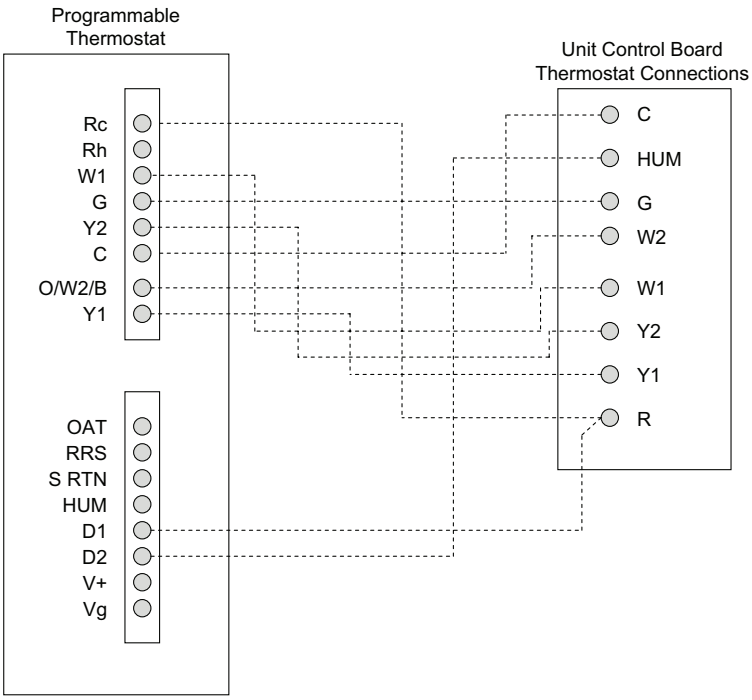

**Fig. 37 — Typical 48FE**08-12 Unit with Humidi-MiZer Adaptive Dehumidification System and Edge® Pro Thermidistat Device**
3. The Thermidistat has dry contacts at terminals D1 and D2 for dehumidification operation (see Fig. 37). Connect D1 to the R terminal on the UCB. Connect D2 to the HUM terminal on the UCB. Refer to the installation instructions included with the Carrier Edge® Pro Thermidistat device for more information.